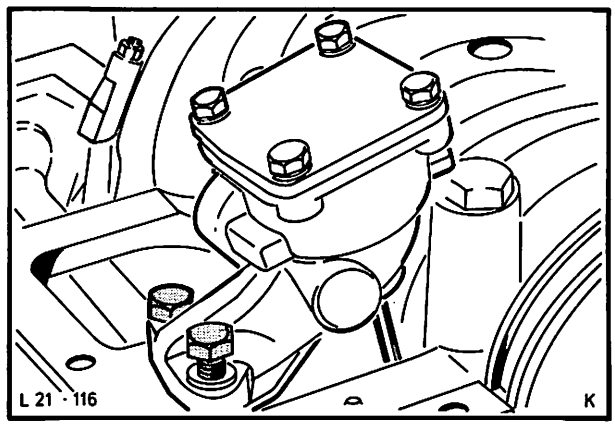

Abb. 152 Ölpumpe abflanschen
26. Ölpumpe (2 Schrauben) abflanschen und Antriebswelle herausziehen, Abb. 152.